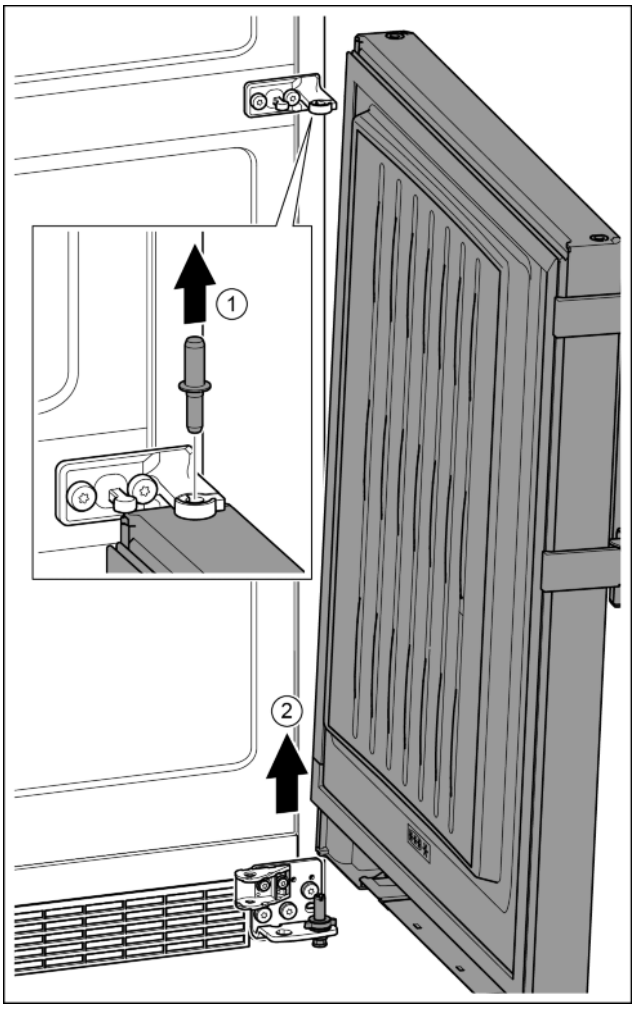

Fig. 24
- ▶ Čep vytáhněte nahoru. *Fig. 24 (1)*
- ▶ Dveře vysaďte, vytáhněte nahoru a odložte stranou. *Fig. 24 (2)*